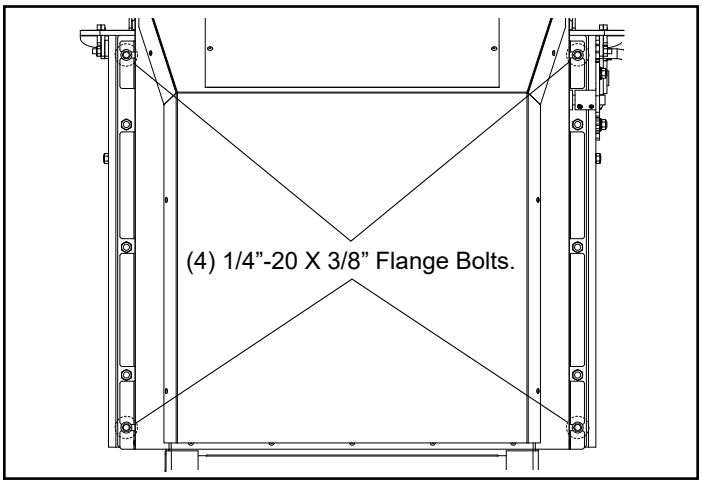

Figure 2
2. Remove (4) 1/4”-20 X 3/8” flange bolts. Figure 2.